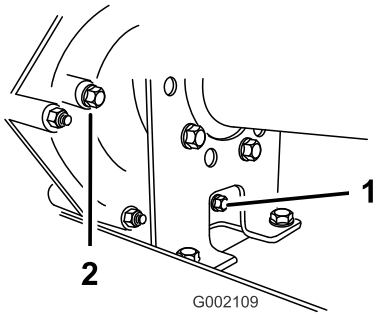
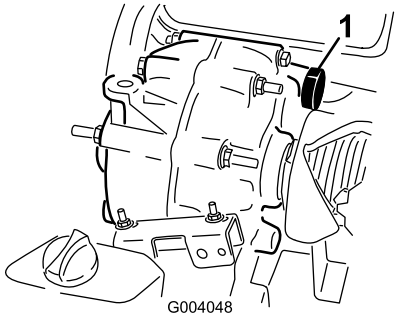

Figuur 65
Figuur 66
2. Maak de omgeving van de vulplug en de aftapplug schoon met een vod (Figuur 65).
4. Verwijder de vulplug door deze linksom te draaien (Figuur 65).
5. Verwijder de aftapplug door deze linksom te draaien (Figuur 65).
6. Monteer de aftapplug en de pakking en draai deze vast in de opening voor de aftapplug in de transmissie (Figuur 65).
7. Vul het reservoir (Figuur 66) langs de vulplugopening met de aanbevolen olie, of giet net zo veel olie bij tot het oliepeil in de transmissie tot de onderste schroefdraad reikt (Figuur 65).
8. Monteer de vulplug en de pakking en draai deze vast in de vulplugopening van de transmissie (Figuur 65).
10. Controleer het oliepeil en voeg meer olie toe als het peil niet tot de schroefdraad in de vulplugopening reikt (Figuur 65).